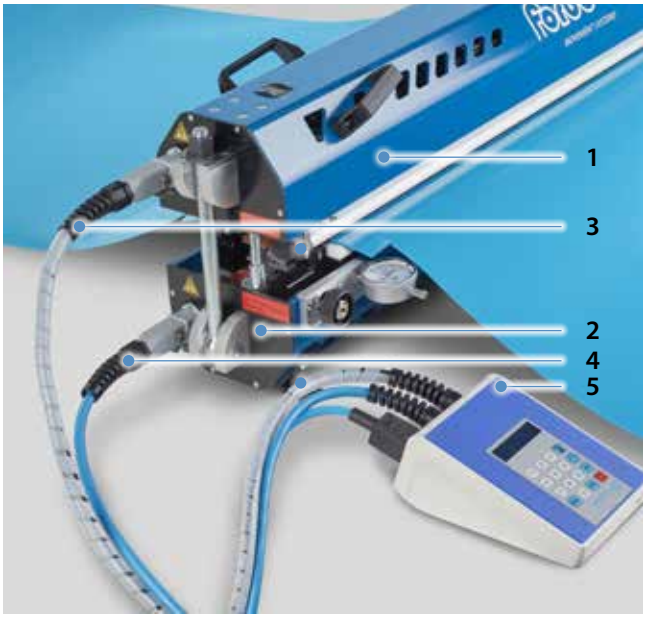

Abb. 4.4.1
1. Oberteil (1) und Unterteil (2) mit den Verbindungskabeln (3/4) an das Steuergerät (5) anschließen und Steckerarretierung verschließen. (Abb. 4.4.1)
2. Steuergerät (5) mit der Stromversorgung verbinden. (Abb. 4.4.1)